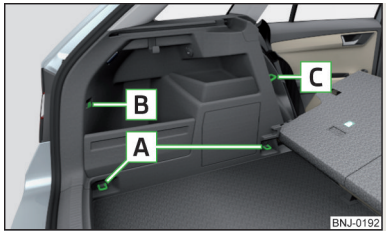

Fig. 86
Overview of the fasteners » Fig. 86
- The lashing eyelets A » Fig. 86 *on page 84* cannot be used for attaching nets, when the variable cargo floor is in the upper position » page 89[1].